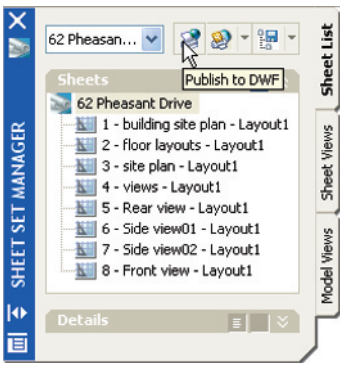
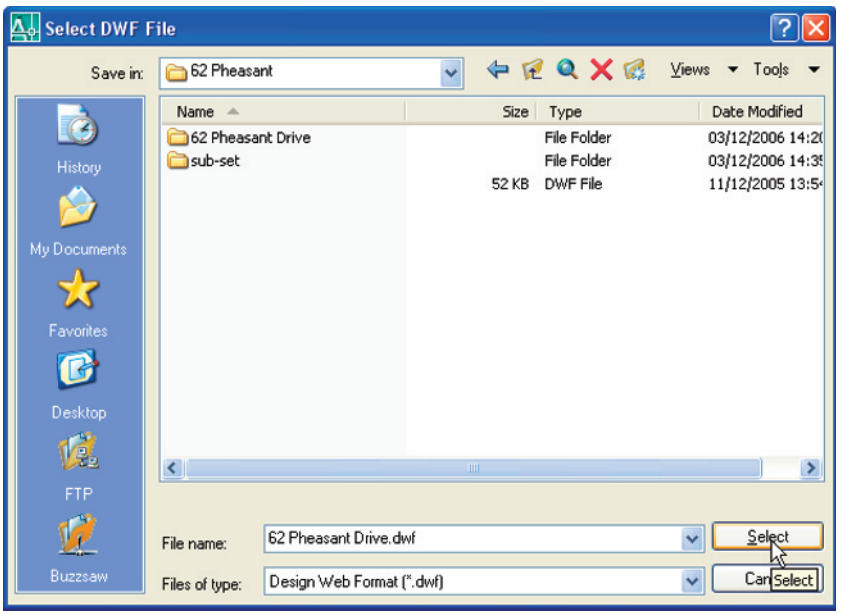

Fig. 11.9 The **Publish to DWF** icon in the **Sheet Set Manager**
Fig. 11.10 The **Select DWF File** dialog
1. In the **62 Pheasant Drive** Sheet Set Manager *click* the **Publish to DWF** icon (Fig. 11.9). The **Select DWF File** dialog appears (Fig. 11.10). *Enter* **62 Pheasant Drive** in the **File name** field followed